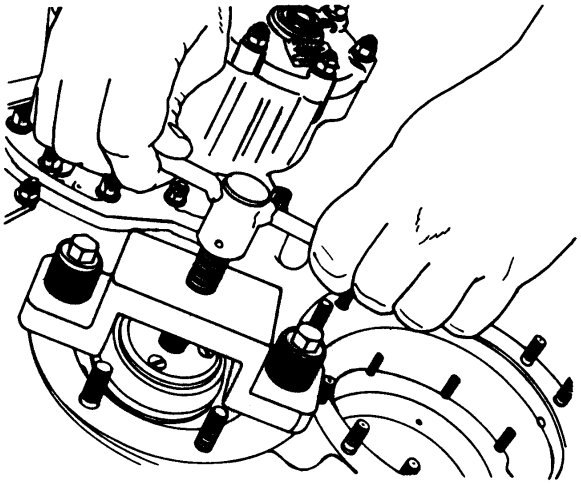

Figure 23. Removing Starter Bearing Flange Using 6796221 Pusher
h. Remove inner cone (29) from starter shaft bearing flange (31).
i. Remove lockwire and bolts (30) from starter shaft bearing flange (31).
j. Remove starter shaft bearing flange (31) from rear housing using 6796221 starter shaft pusher (figure 23). Refer to WP 033 00 for removal of seal.